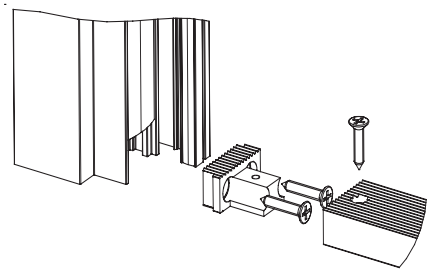

Рисунок 2
**4.2** Порог коробки калитки устанавливается (рисунок 2) на пластиковые закладные элементы, закрепляемые к боковым профилям коробки самонарезающими винтами. К закладным элементам порог крепится также самонарезающими винтами, что позволяет производить замену порога в процессе эксплуатации без демонтажа калитки.